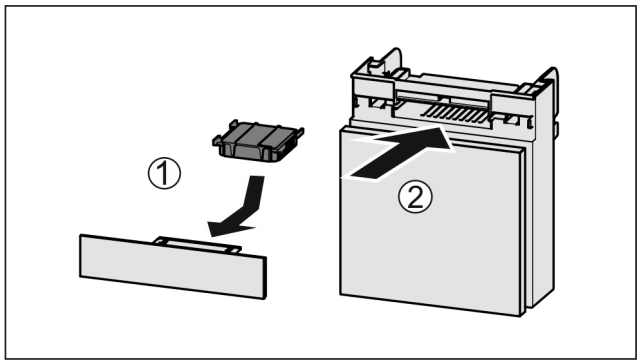

*Fig. 155*
▶ Filtr s aktivním uhlím vložte podle vyobrazení *Fig. 155 (1)*.
▶ Zásuvku zasuňte *Fig. 155 (2)*.